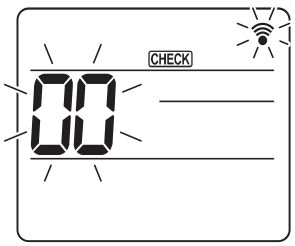
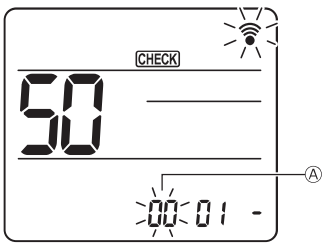
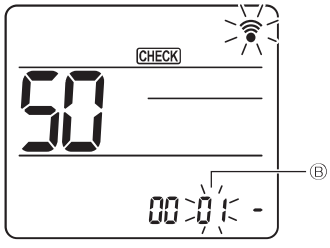
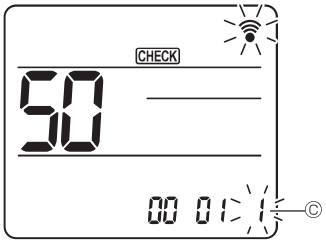

Fig. 7-16
Fig. 7-17
Fig. 7-18
Fig. 7-19
7.4.2. Med den trådløse fjernbetjening (Fig. 7-16, Fig. 7-17, Fig. 7-18, Fig. 7-19)
① Gå til funktionsvalgstilstanden
[CHECK] lyser, og "00" blinker. (Fig. 7-16)
Tryk på [▲▼]-knappen for at indstille enhedsnummeret Ⓐ. (Fig. 7-17)
Tryk på [▲▼]-knappen for at indstille funktionsnummeret Ⓑ . (Fig. 7-18)
Brug [▲▼]-knappen til at ændre indstillingsnummeret Ⓒ. (Fig. 7-19)